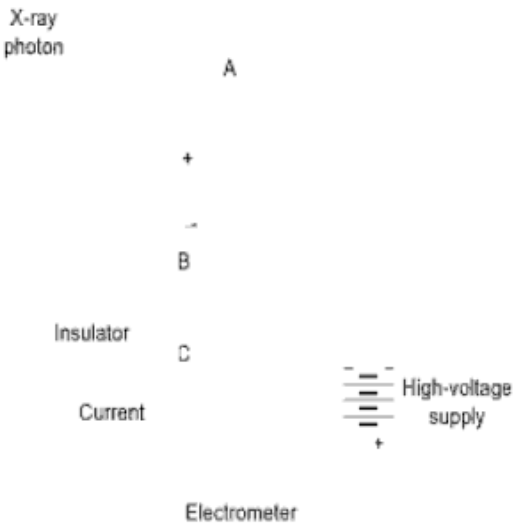

Figure 1.20 Ionization chamber.
Air kerma is commonly determined by measuring the amount of ionization produced by the photon beam in air. The instrument used is known as an *ionization chamber*, and a simple version of it is the *thimble* chamber shown in Figure 1.20. The chamber consists of a plastic thimble-shaped outer wall (A) surrounding an air-filled cavity (B), and with an insulator separating it from a thin central electrode (C). It is positioned at the point of interest.
The chamber wall must be made of a suitable material. As Figure 1.20 shows, the air in the thimble is ionized by secondary electrons that have been set moving by X-rays absorbed in the wall and electrode. So far as the X-rays and their secondary electrons are concerned, these components should be indistinguishable from air, except in density. They must be made of *air-equivalent material* that matches air in terms of its effective atomic number, and so absorbs energy from an X-ray beam, whatever its energy, to the same extent as the same mass of air. The density is not important. There are other conditions to be fulfilled, such as electrical conductivity and mechanical stability. Generally, a compromise is made with a plastic material being used ($Z \approx 6$) with graphite deposited on its inner wall to make it electrically conducting.
Figure 1.20 illustrates a particular shape of ionization chamber. In principle, any shape of cavity could be used, but the commonest chambers are either cylindrical (as illustrated here) or consist of parallel electrodes. The so-called parallel plate chamber typically has two outer electrodes (generally circular) defining the cavity, with a central collecting plate between the two, the three plates being separated by insulators.